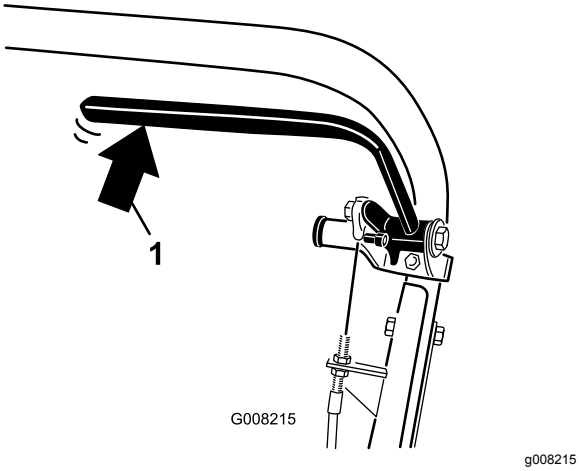

Rysunek 38
2. Używając wagi sprężynowej, naciśnij wstecz dźwignię hamulca roboczego (Rysunek 38). Zwolnienie hamulca postojowego powinno nastąpić wówczas, gdy osiągnięta zostanie siła pomiędzy 13,5 a 18 kg. Jeżeli zwolnienie hamulca postojowego następuje przed przyłożeniem siły o wartości pomiędzy 13,5 a 18 kg, należy wyregulować linkę hamulca.